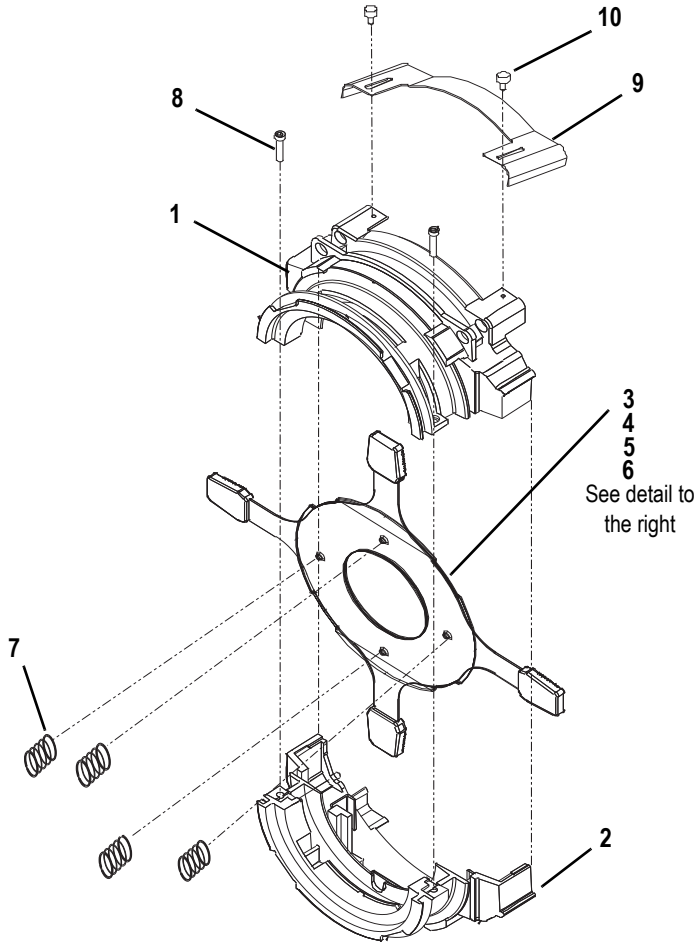
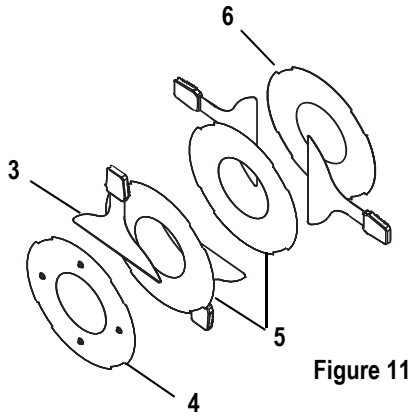

**Figure 10**
**Figure 11**
Step 1: See *Figure 10*. Stand the top and bottom front barrel castings (1 and 2) upright with the shutter end of the castings toward the bottom.
**Note:** *The top front barrel casting (1) contains the iris slot.*
Step 2: Slide the bottom divider plate (4) into its place in the bottom casting (2). The dimples on the divider plate must point down.
**Note:** *The bottom divider plate (4) has four dimples punched into the surface; the top plate (6) has none. The middle divider plates (5) are noticeably thinner-gauge metal than the other two.*
Step 3: With the bottom barrel casting (2) to your left, place one shutter blade (3) on top of dimpled divider plate (4) handle facing outward, up and down. (See *Figure 11*).
Step 4: Place the middle gate plate (5) on top of the shutter blade.
Step 5: Place another shutter blade (3) on top of the divider plate and then place the other divider plate on top.
Step 7: Place the top divider plate (6) on top of the two shutter blades.
Step 8: With both front barrel castings still standing upright, join the two halves, sliding the handle of the top shutter blade through the slot in the top front barrel casting (1).
Step 9: Connect the halves of the gate assembly using two PHMS screws (8). Hand tighten only (25 inch pounds).